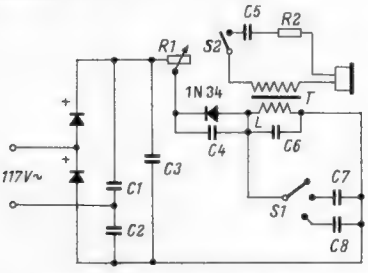

Bild 1. Versuchsschaltung für ein Dioden-Schwingsystem zur Erzeugung von Nf-Schwingungen.
Es erscheint ungewöhnlich, eine Germanium-Diode (und nicht etwa einen Transistor) als Generator in einem Schwingsystem verwenden zu wollen. Die folgende Versuchsschaltung nach *Bild 1*, die auf Grund experimenteller Untersuchungen von *Irving Gottlieb* aufgestellt wurde, zeigt, daß es möglich ist, mit lediglich einer Germanium-Diode hörbare niederfrequente Schwingungen zu erzeugen. Bei dem hierbei verwendeten Kristall handelt es sich um einen Spitzenkontaktgleichrichter, Typ 1 N 34.
Das Phänomen der Schwingungserzeugung wird rasch verständlich, wenn man die vollständige Ia/Ua-Kurve einer Germanium-Diode näher betrachtet. In der Literatur ist diese meist nur im Bereich von ABC dargestellt, während sie, in *Bild 2* gestrichelt eingezeichnet, tatsächlich noch einen negativen Ast (CD) aufweist. Auf diesen läßt sich eine Art umgekehrtes Ohmsches Gesetz anwenden, so daß also eine abnehmende Spannung einen zunehmenden Strom zur Folge hat, und somit dieser Teil der Kurve, mit fallender Kennlinie, einen negativen Widerstand darstellt (Ri < 0), der nicht Leistung verbraucht, sondern Leistung erzeugt; denn die innere EMK der Diode besitzt die umgekehrte Phase wie die am Schwingungskreis entstehende Spannung, so daß der Verlustwiderstand des angeschalteten Parallelschwingkreises L–C 6 (Bild 1) durch den negativen Widerstand der Diode überwunden wird (Dynatron-Schaltung).